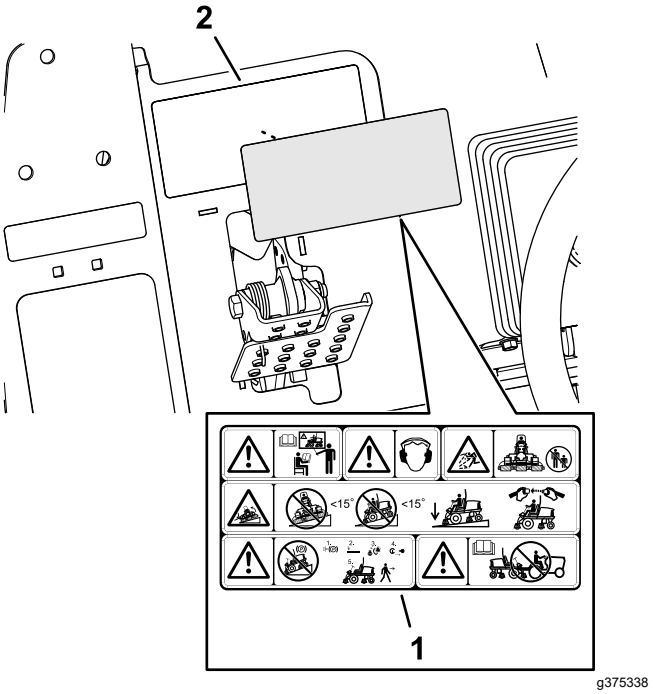

Рисунок 36
1. Очистите поверхность предупреждающей наклейки 133-2930 протирочным спиртом и чистой ветошью и дайте наклейке высохнуть (Рисунок 36).